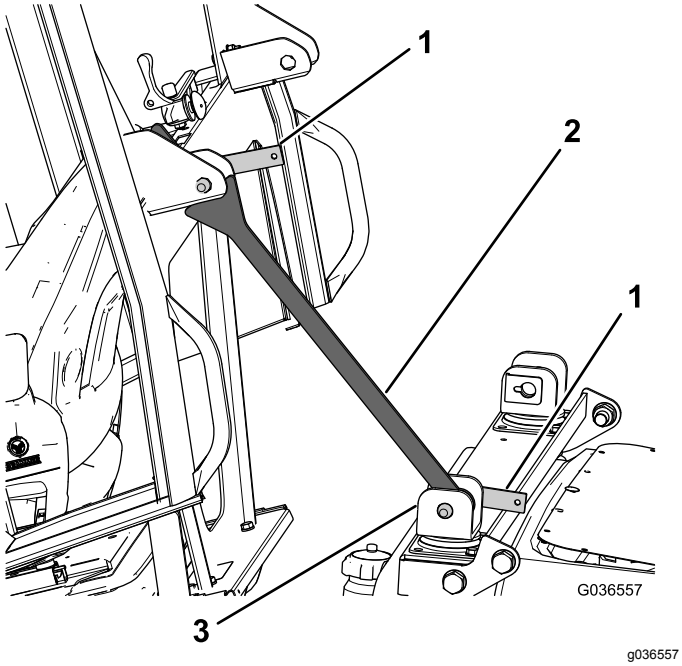

Rysunek 22
C. Po zamocowaniu wspornika zabezpieczającego obróć uchwyt poprzecznicy w stronę kabiny, aby spoczywał na uchwycie z tyłu kabiny (Rysunek 22).
D. Wsuń drugą dźwignię blokującą przez górny uchwyt dla zapewnienia, że wspornik zabezpieczający pozostanie na swoim miejscu (Rysunek 22).